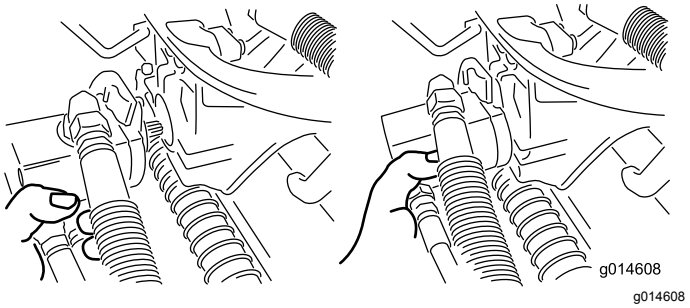

Figuur 33
3. Zet de motor in de opbergruimte op de voorkant van de ophangarm (Figuur 33).